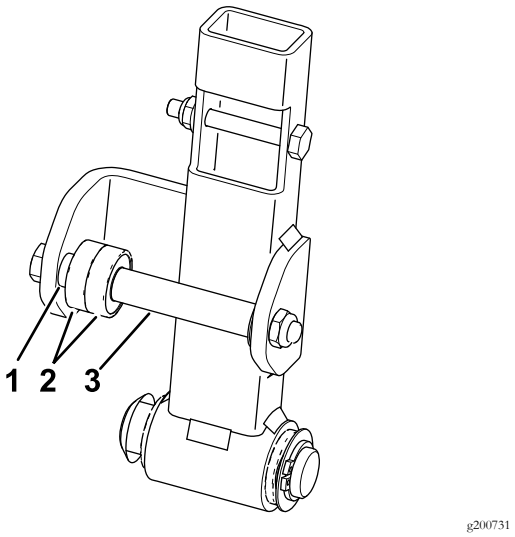

图3
6. 从空档臂上卸下现有的轴承和隔片图3。
7. 安装新轴承和隔片图3。